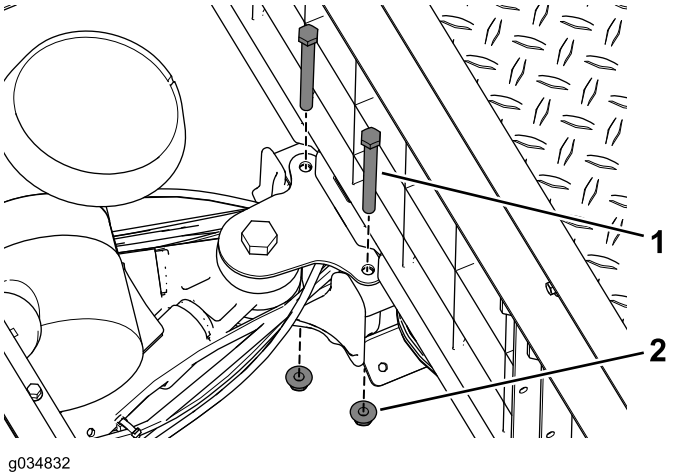

Figure 19
6. Remove the bolts and flange nuts that secure the swing arm mount to the center channel (Figure 19).